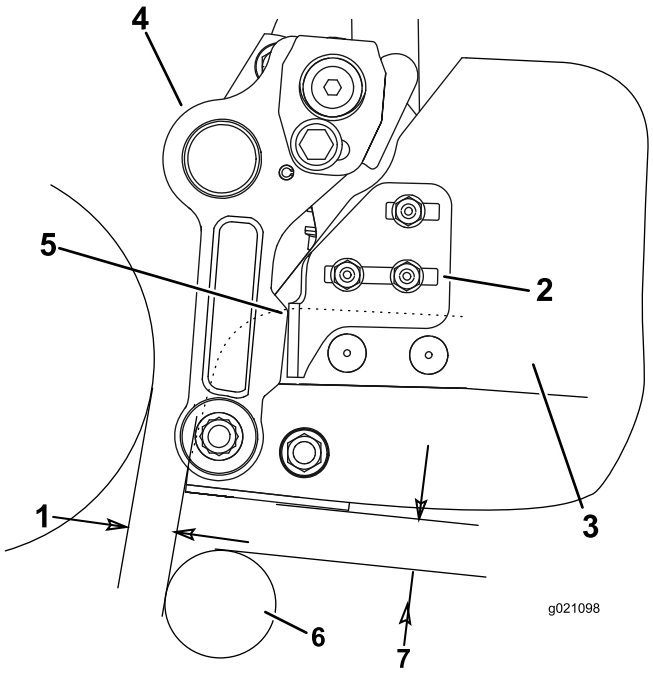

Bild 10
- Lösen Sie an jeder Seite des Fangkorbs die Schlossschraubenmuttern, mit denen die Korbanschlaghalterungen am Grasfangkorb befestigt sind (Bild 10).
- Positionieren Sie den Grasfangkorb so, dass er parallel zum Mähwerk ist und der Abstand zwischen der Korblippe und der Spindel besteht mindestens 6 mm ist (Bild 10).